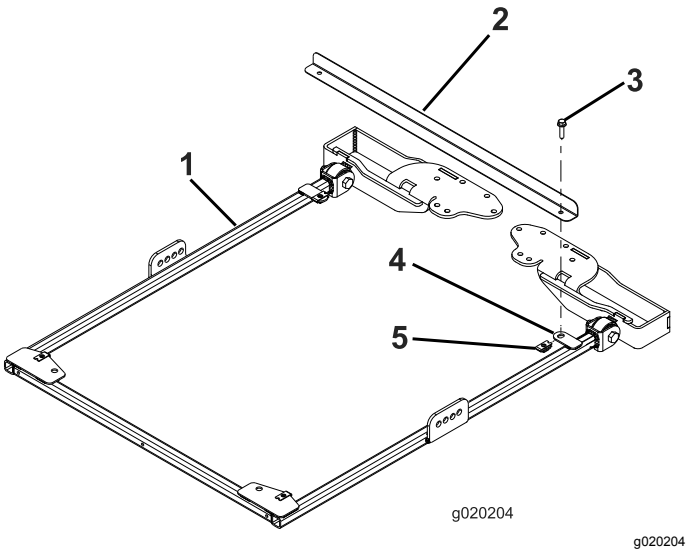

Figura 5
1. Per allineare correttamente il telaio, collegate la barra di allineamento del telaio alle alette di montaggio sul lato posteriore del telaio del parasole con 2 bulloni a testa flangiata (5/16" x 1¼"), come illustrato nella Figura 5.